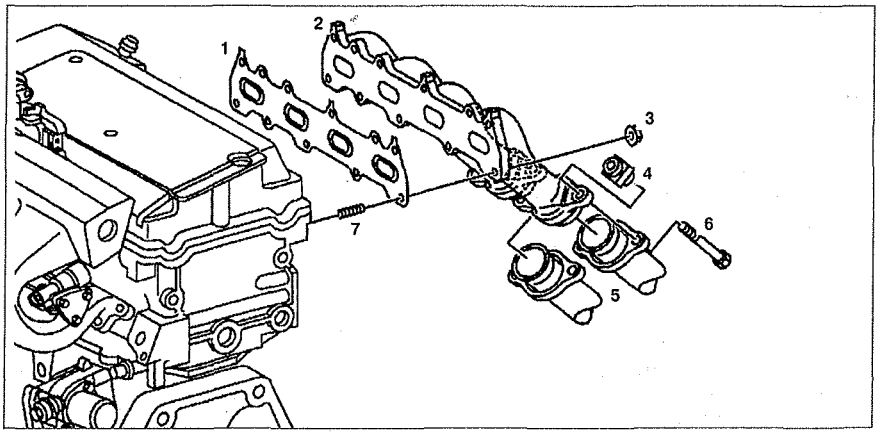

Рис. 2.5. Выпускной коллектор:
1. Снимите переднюю часть выпускной системы **5** (см.рис.2.5).